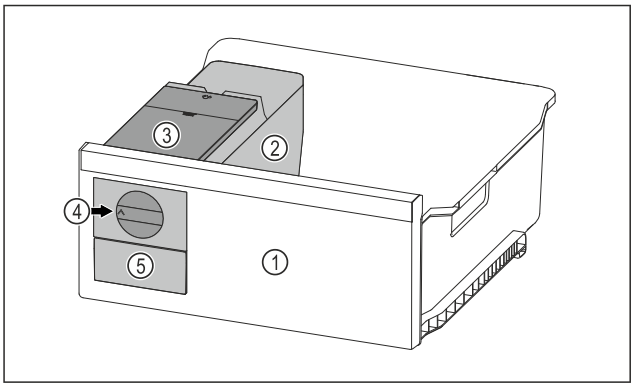

Fig. 179 Example illustration
▶ Turn the rotary knob *Fig. 179 (4)* clockwise as far as it will go.
▷ Ice cubes fall from the ice cube tray into the ice cube drawer *Fig. 179 (5)*.